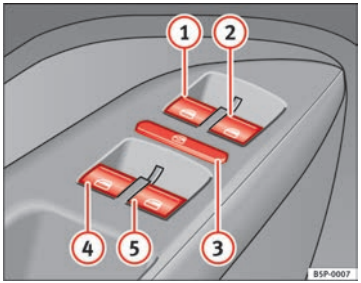

Fig. 69 Detail of the driver door: controls for the front and rear windows
The buttons ⇒ fig. 69 (1) and (2) have two levels for opening the window and two for closing it. This makes it easier to open and close windows to the desired position.